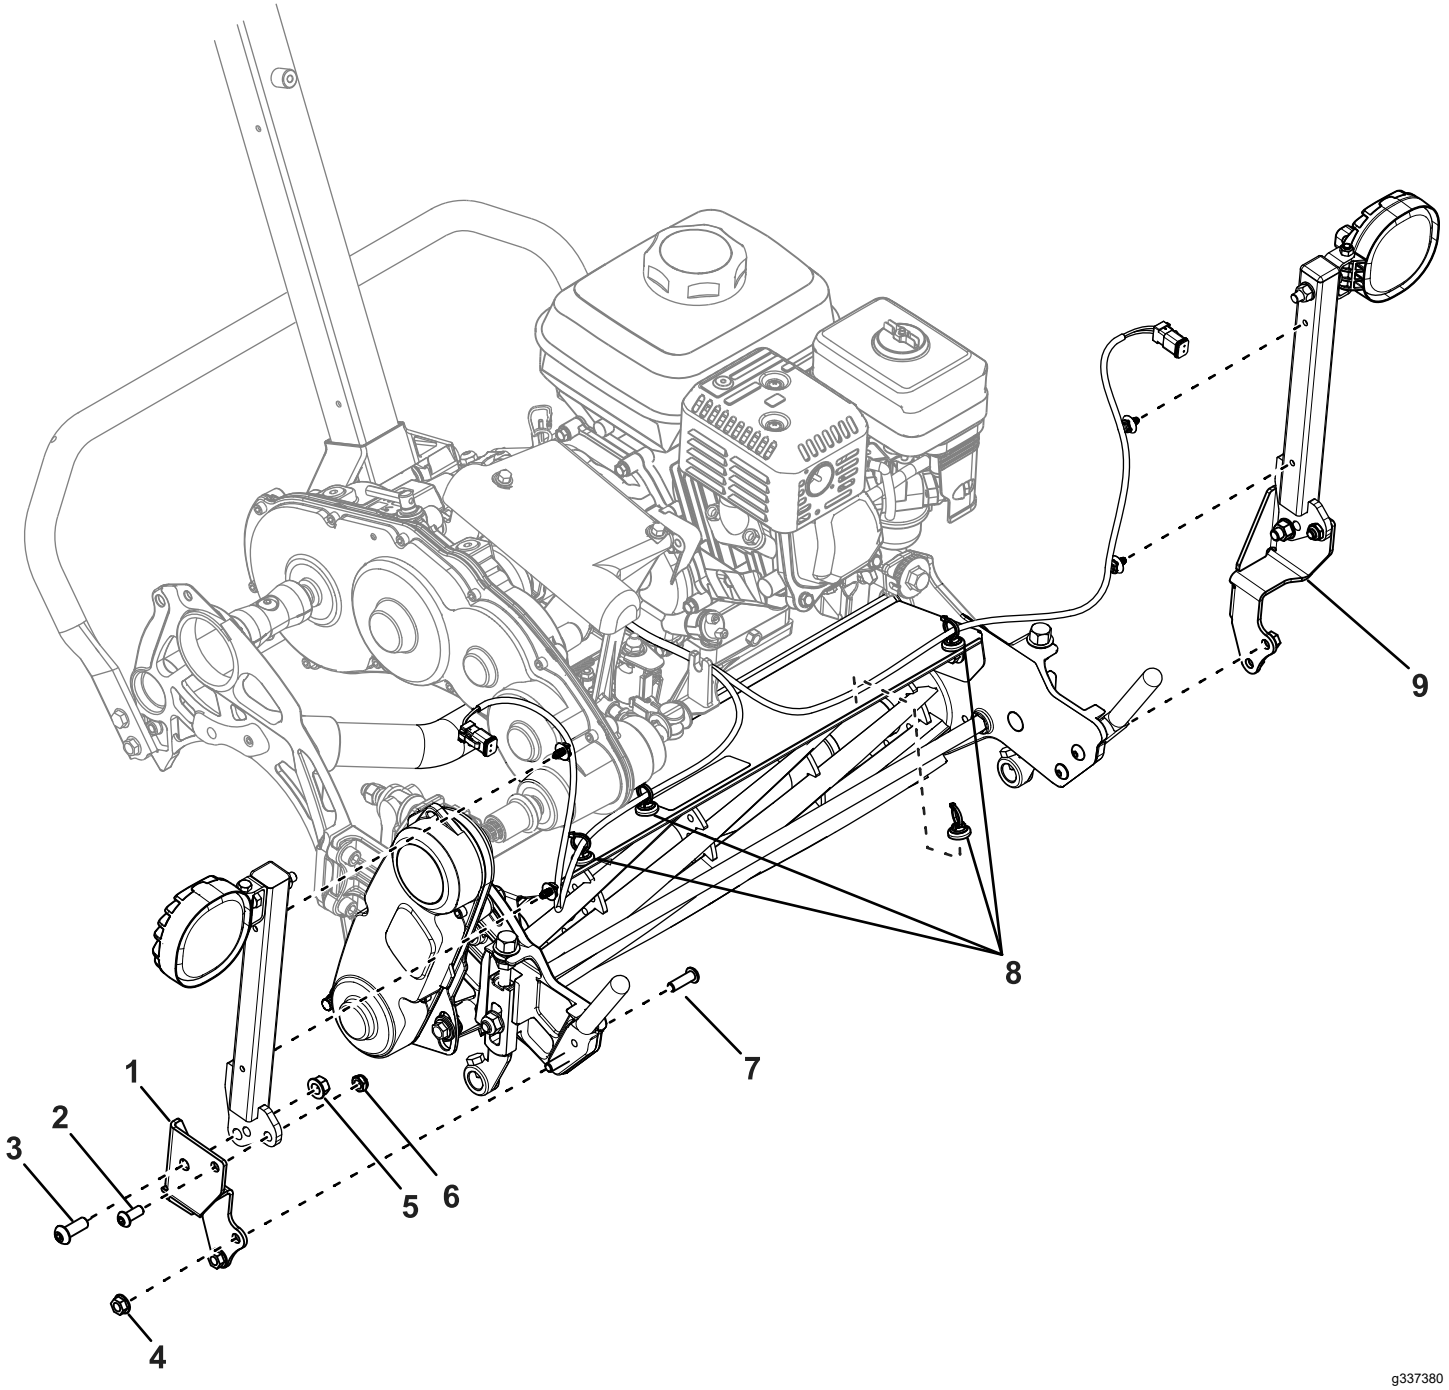

Рисунок 2
1. Используйте 2 винта с головкой под торцевой ключ (5/16 дюйма), 2 контргайки, 2 винта с головкой под торцевой ключ (⅜ дюйма) и 2 фланцевые гайки (⅜ дюйма) для крепления монтажных стоек фар к монтажным кронштейнам (Рисунок 2).
3. Используйте 4 болта и 4 фланцевые гайки (5/16 дюйма) для крепления монтажных кронштейнов к монтажным стержням корзины режущего блока (Рисунок 2).
4. Установите крепления жгута проводов в местах, указанных наРисунок 2.